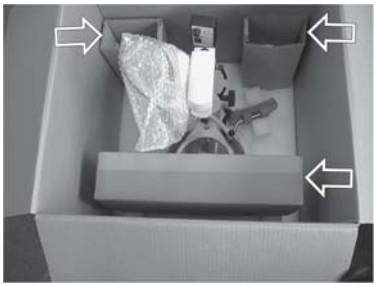

Abb.2
- Entnehmen Sie die Kartons mit den Zubehörteilen (Abb. 2)